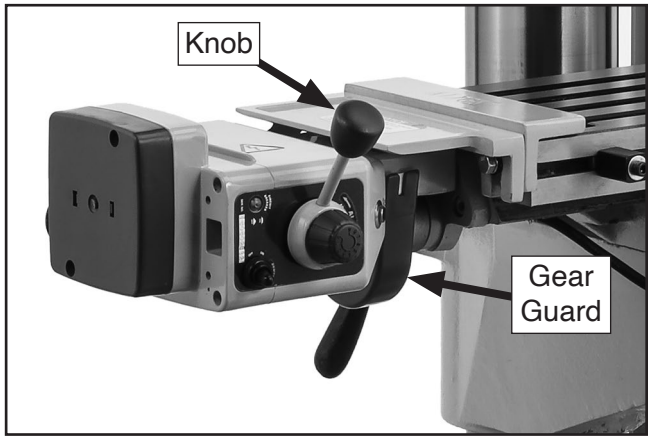

Figure 17. Direction lever knob and gear guard installed.
14. Install direction lever knob, as shown in **Figure 17**.
15. Remove adhesive backing from gear guard and install over X-axis table gear, as shown in **Figure 17**.